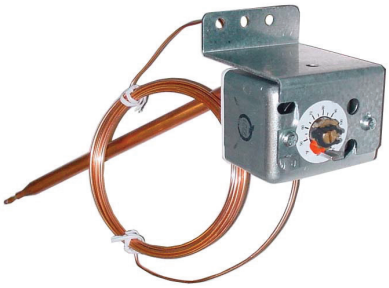

**Figure 30. Thermostat de conduit monté sur unité**
- **Ductstat avec tube capillaire (option AG3) :** Le thermostat de conduit monté sur l'unité (voir **Figure 30**) offre une plage réglable de 0°F à 100°F (–17.8°C à 37.8°C) avec une température différentielle fixe de 3°F (1.7°C). La sonde est préréglée en usine à 70°F (21.1°C). En raison des différents réglages de débit d'air (CFM) et des températures de l'air extérieur, la température moyenne de sortie en aval pourrait ne pas correspondre exactement au réglage du thermostat de conduit. Une fois l'installation terminée, ajustez le point de consigne du thermostat de gaine afin d'obtenir la température moyenne de sortie souhaitée.